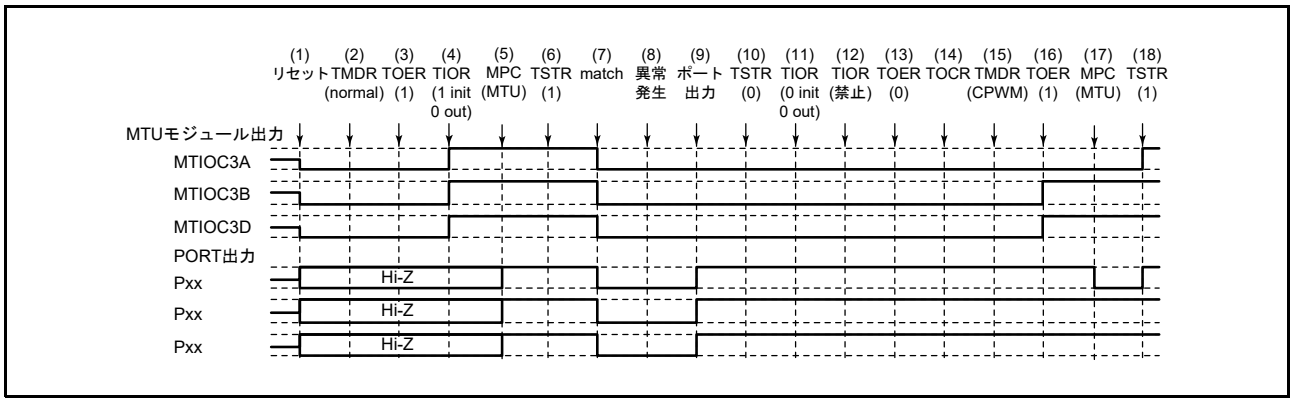

図 22.158 ノーマルモードで異常が発生し、相補 PWM モードで復帰する場合
ノーマルモードで異常が発生し、再設定後相補 PWM モードで再スタートする場合の説明図を図 22.158 に示します。
(1) ～ (13) は**図 22.158** と共通です。
(14) TOCR1A、TOCR2A（TOCR1B, TOCR2B）レジスタでリセット同期 PWM の出力レベルと周期出力の許可 / 禁止を選択してください。
(15) リセット同期 PWM を設定します。
(16) TOERA（TOERB）レジスタで MTU3、MTU4（MTU6, MTU7）の出力を許可してください。
(17) MPC と I/O ポートのポートモードレジスタ（PMR）で MTU 出力としてください。
(18) TSTRA（TSTRB）レジスタで再スタートします。